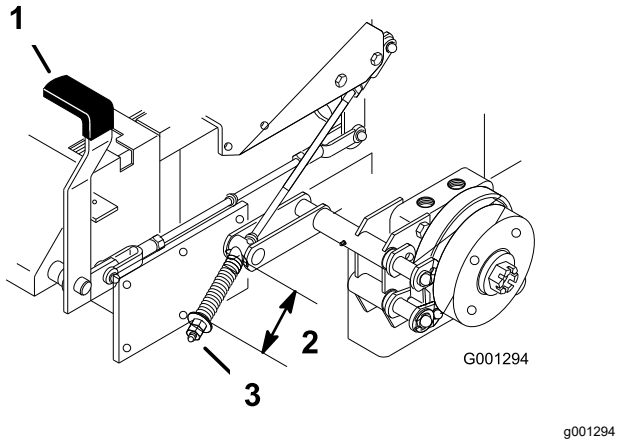

Rysunek 81
3. Dokonaj pomiaru długości sprężyny (Rysunek 81).
4. Jeśli konieczna jest regulacja, zwolnij hamulec postojowy, odkręć przeciwnakrętkę pod sprężyną i wyreguluj nakrętkę bezpośrednio pod sprężyną (Rysunek 81).